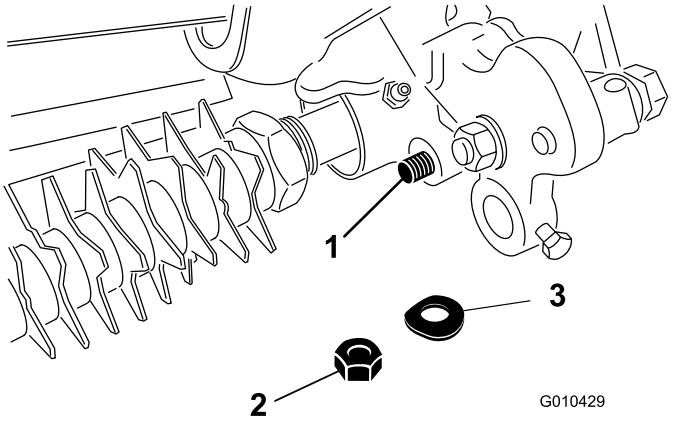

Figura 15
8. Fissate l'estremità dell'asta del gruppo braccio regolatore al gruppo di rotazione del groomer con una rondella elastica e un dado di bloccaggio (3/8 poll.), come mostrato nella (Figura 15).
13. Fissate l'estremità dell'asta del gruppo braccio regolatore al gruppo di rotazione del groomer con una rondella elastica e un dado di bloccaggio (3/8 poll.), come mostrato nella (Figura 15).